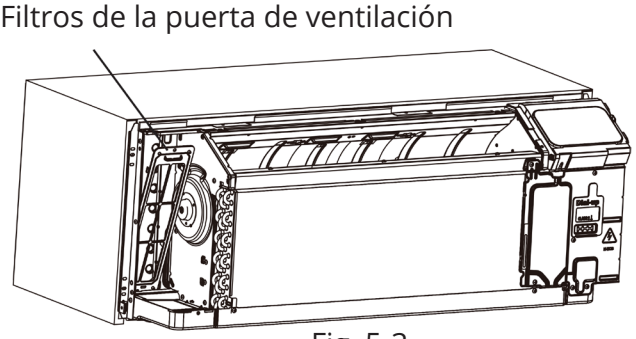

Fig. 5-3
- Presione hacia abajo y retire la puerta de ventilación tal como se muestra. (Consulte la Fig. 5-3).